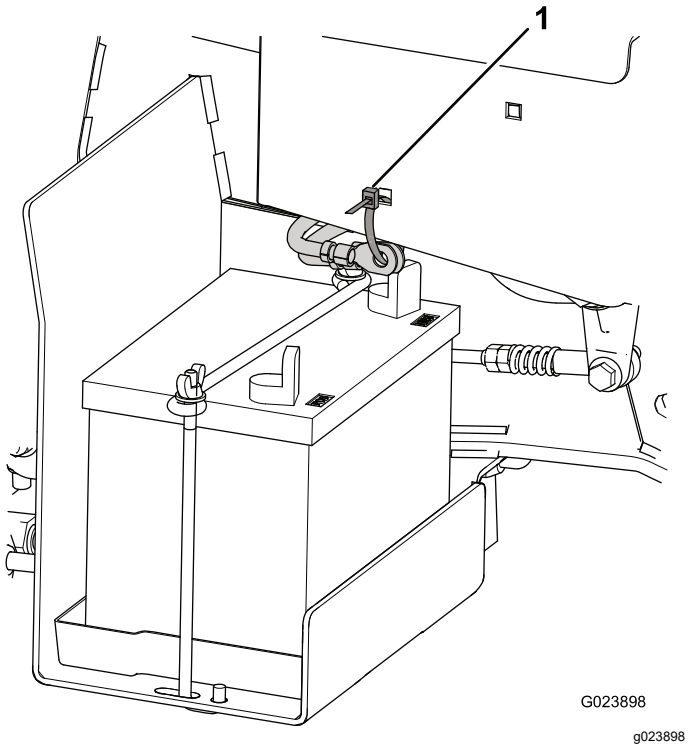

**Figuur 4**
1. Snij de kabelbinder waarmee de accukabels aan het frame zijn bevestigd los, en gooi de kabelbinder weg (Figuur 4).